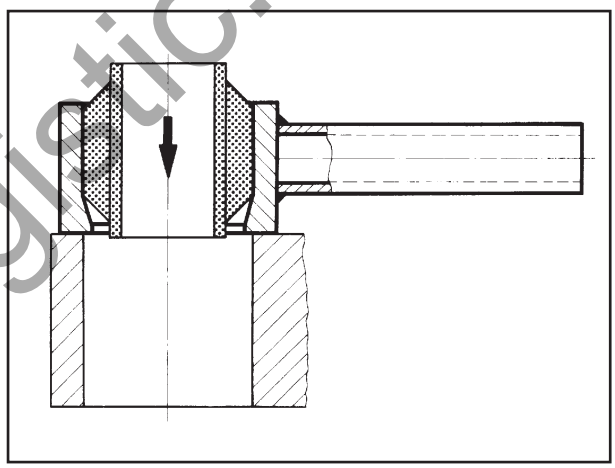

Рис. 11
(21) При запрессовке под прессом нанести на резиново-стальную втулку мыльный водный раствор и вложить ее в монтажный инструмент (идент. № BPW см. в разделе 2) (рис. 11)